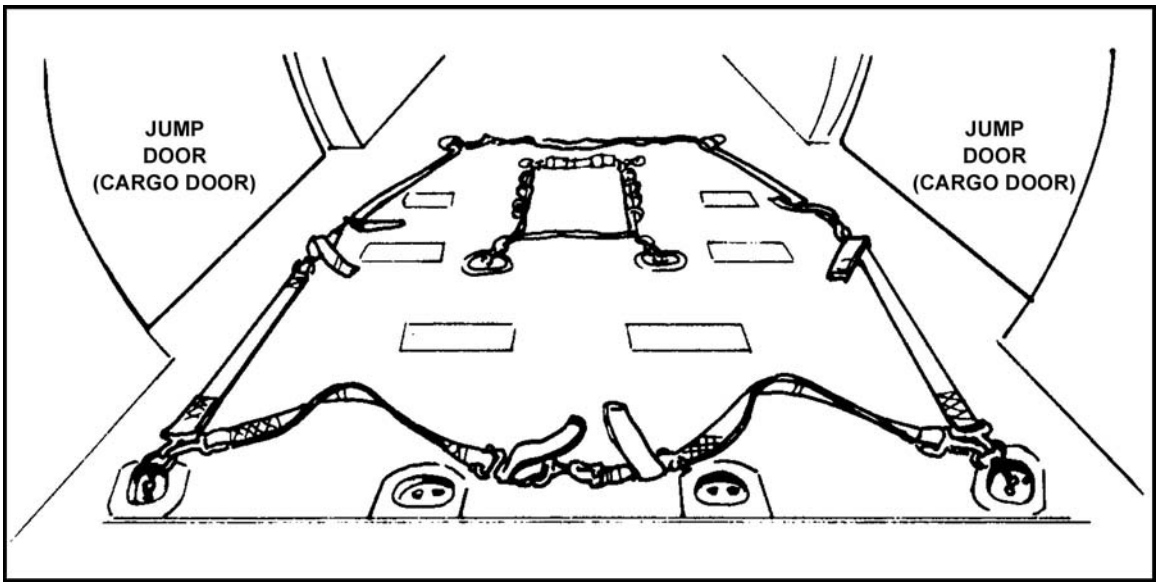

Figure 17-7. UH-60A compartment prepared for jumping.
a. **Preparation**. To prepare the UH-60A for jumping, adhere to the following procedure (Figure 17-7):